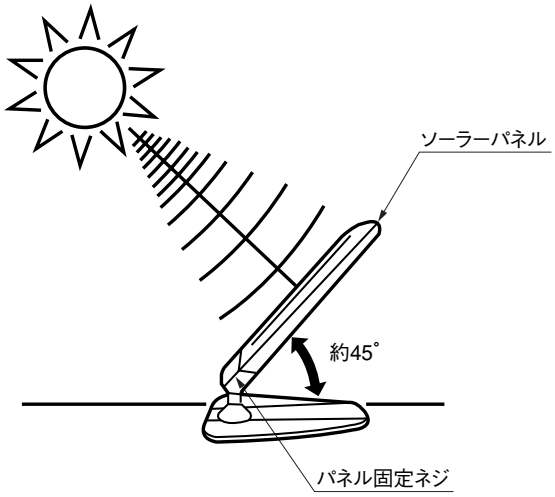

図2-2
❷ パネルの取付けは、できる限り真南の方向に向けて、角度を約45°に調整してください。（図2-2参照）